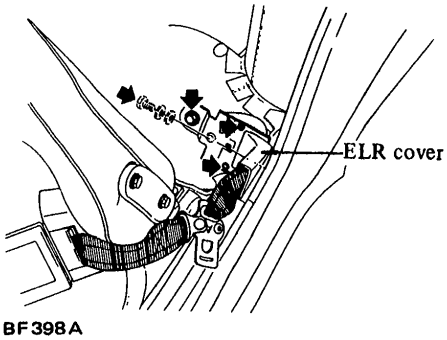

Fig. BF-80 Removing shoulder and outer lap belts
5. Remove E.L.R. cover and loosen two anchor bolts securing outer lap belt, then remove shoulder and outer lap belt assembly. See Figure BF-80.